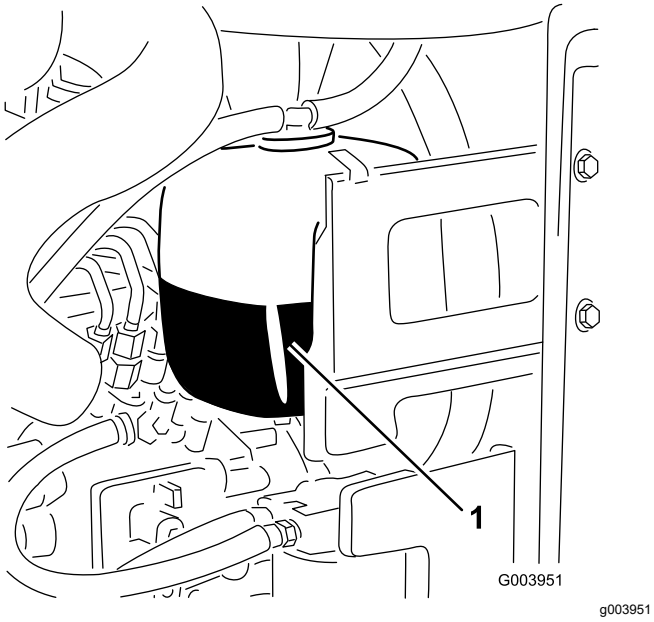

**Figur 71**
1. Kontroller kølevæskestanden i ekspansionsbeholderen (Figur 71).